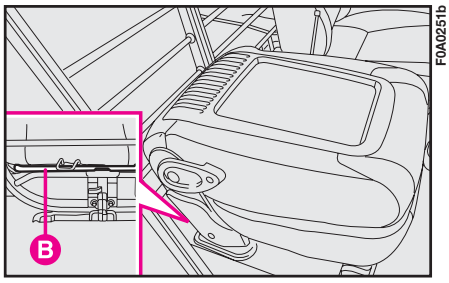

fig. 55
– use lever **B-fig. 55** to tip the whole seat forward;